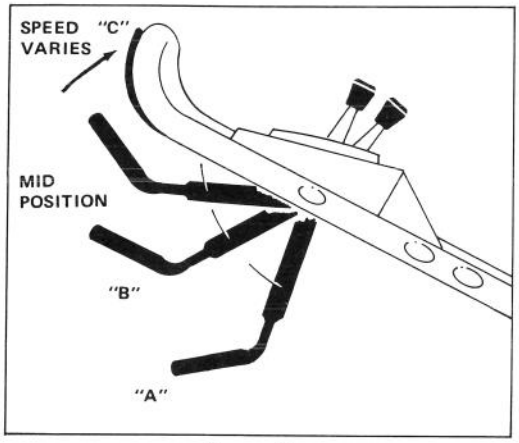

Figure 9
5. BLADE AND TRACTION OPERATION (Fig. 9) – Move control bar down to "A" and raise to engage blade "B". Move ground speed control to desired setting and squeeze control bar against handle "C" to drive. Ground speed varies, depending on space between control bar and handle. To disengage traction drive, but keep blade engaged, gradually release control bar to mid position. To self-propel with blade disengaged, simply squeeze control bar against handle, eliminating downward movement necessary for blade engagement.